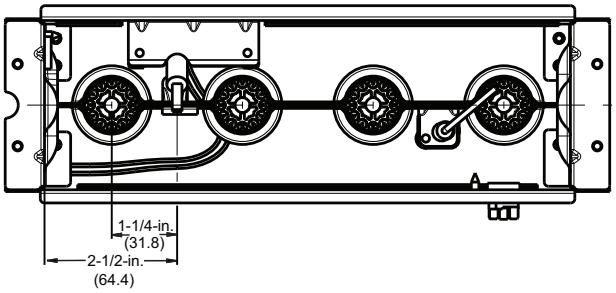

Fig. 65 - Igniter Position - Top View
8. Check the igniter alignment. See Fig. 65, 66 and 64.
The igniter does **NOT** require annual inspection. Check igniter resistance before removal. Refer to Fig. 65, 66 and 64.